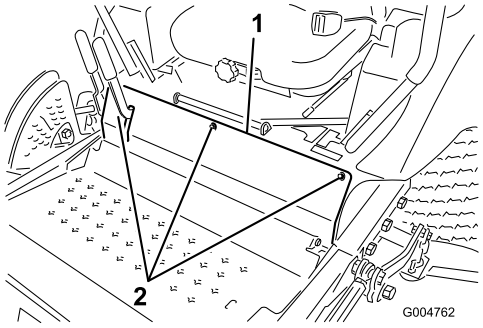

Figuur 58
2. Draai de bouten los waarmee het voorpaneel vastzit, en verwijder het paneel (Figuur 58).